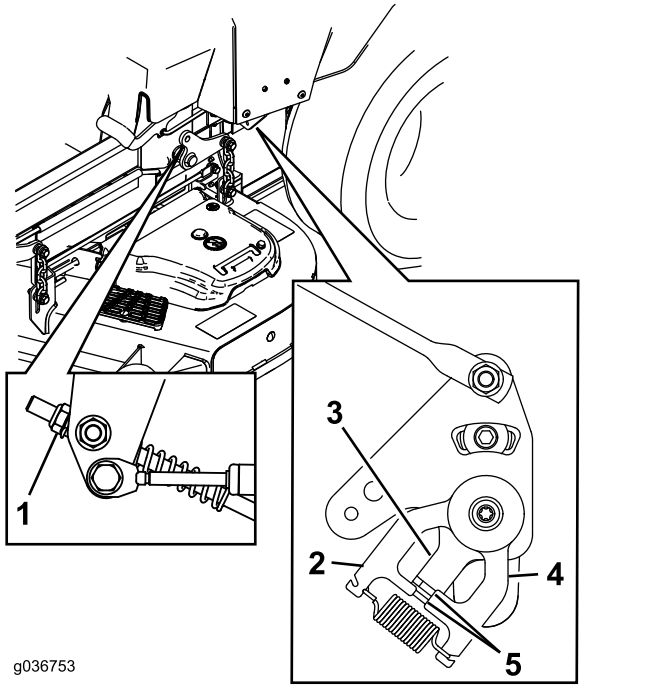

Figure 68
11. Adjust the pump-control-rod lengths by rotating the nut in the appropriate direction until the wheels slightly creep in reverse (Figure 68).